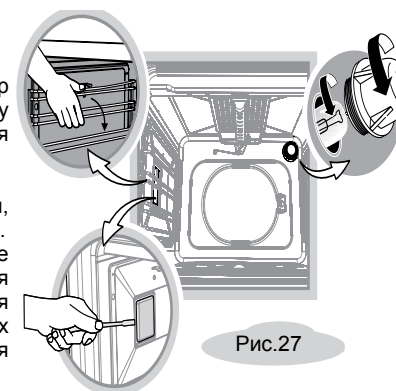

Рис.27
- Открутите стеклянный плафон (рис. 27).
- Плафон боковой подсветки, при наличии, снимается с небольшим усилием. (рис. 27).